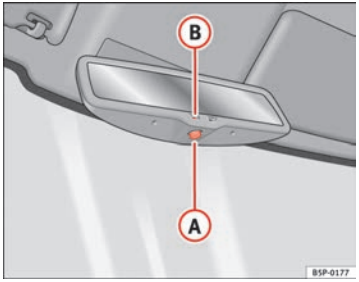

Fig. 62 Automatic anti-dazzle interior mirror.
– Press button (A) ⇒ fig. 62. Indicator lamp (B) goes off. ▶
– Press button (A) ⇒ page 98, fig. 62. Warning lamp is lit.